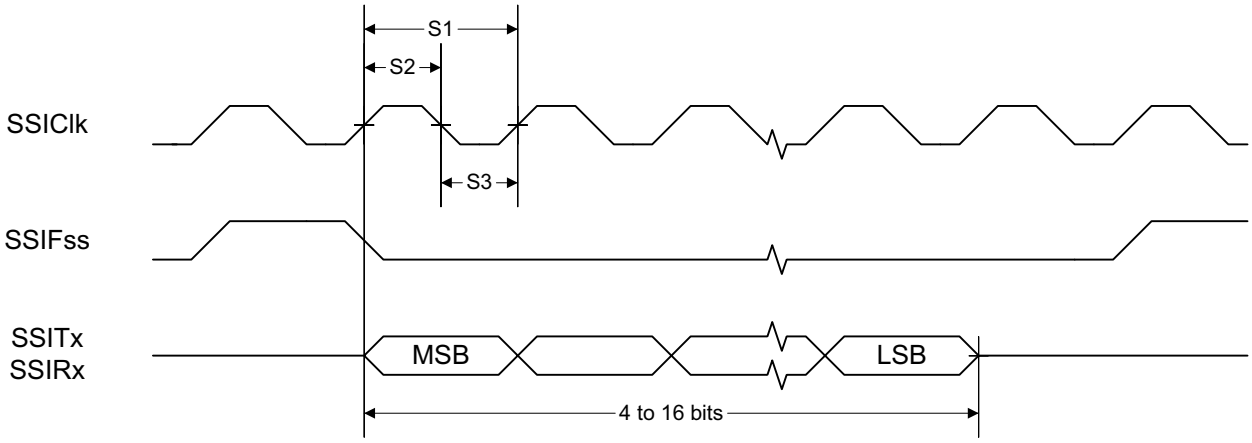
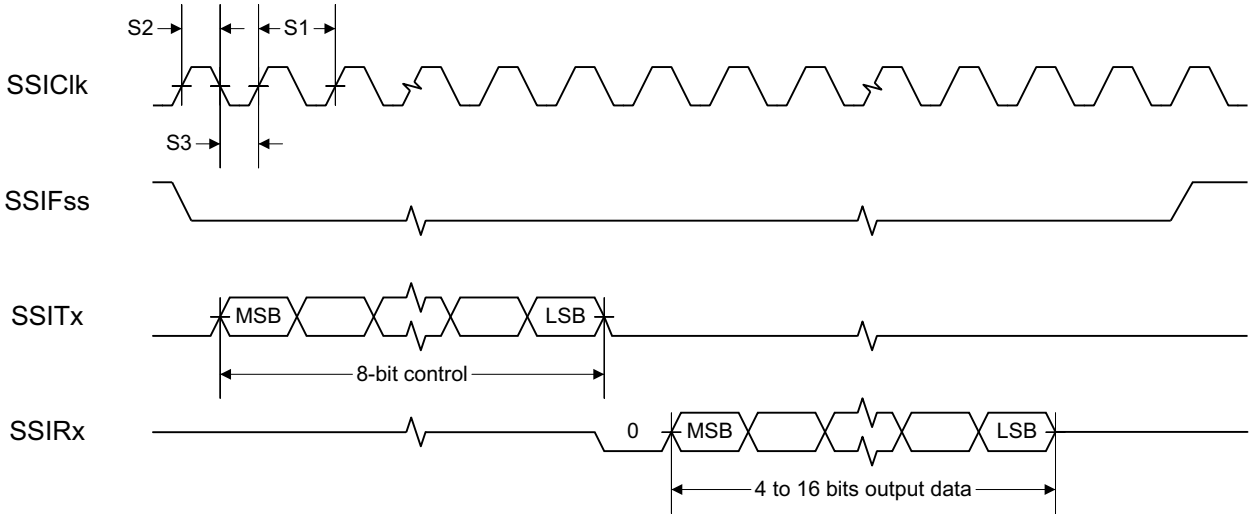
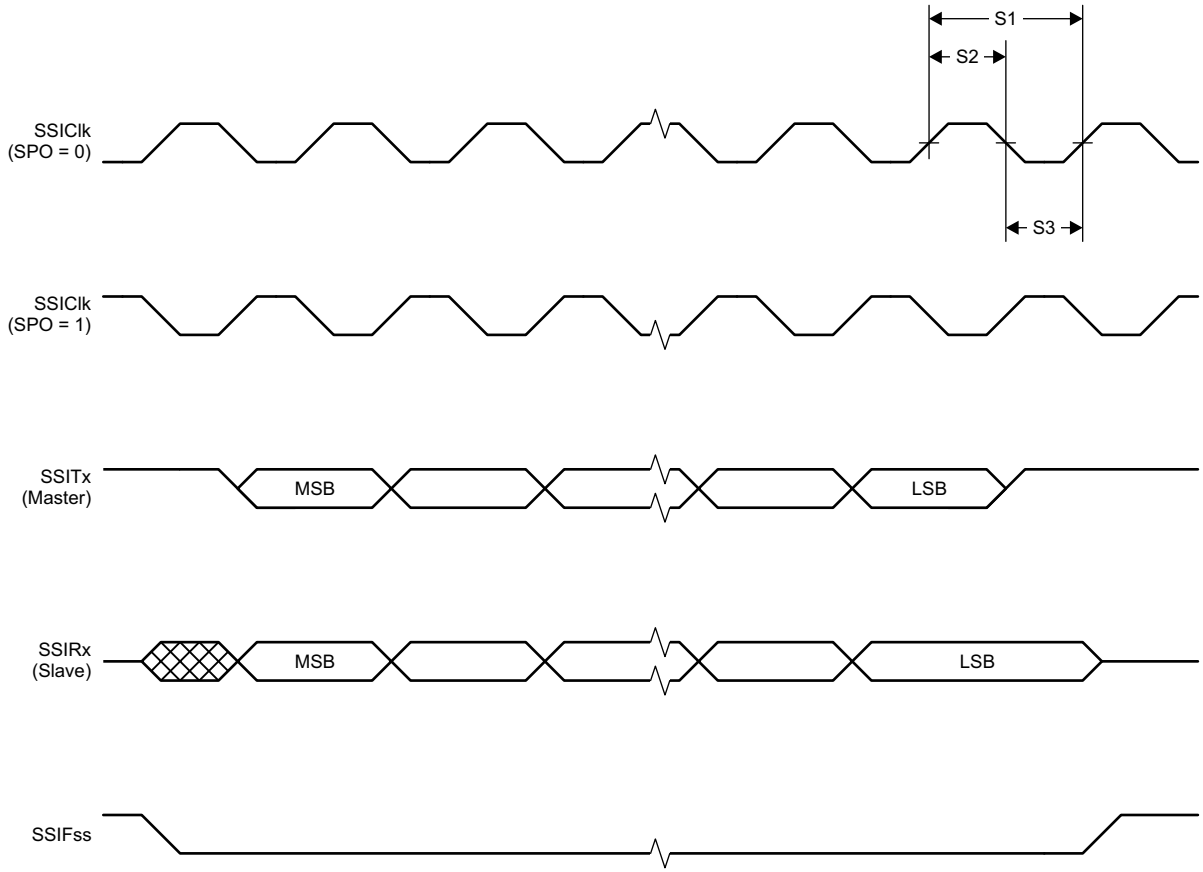

图 8-1. SSI Timing for TI Frame Format (FRF = 01), Single Transfer Timing Measurement
图 8-2. SSI Timing for MICROWIRE Frame Format (FRF = 10), Single Transfer
图 8-3. SSI Timing for SPI Frame Format (FRF = 00), With SPH = 1
(1) Refer to SSI timing diagrams 图 8-1, 图 8-2, and 图 8-3.
(2) When using the TI-provided Power driver, the SSI system clock is always 48 MHz.